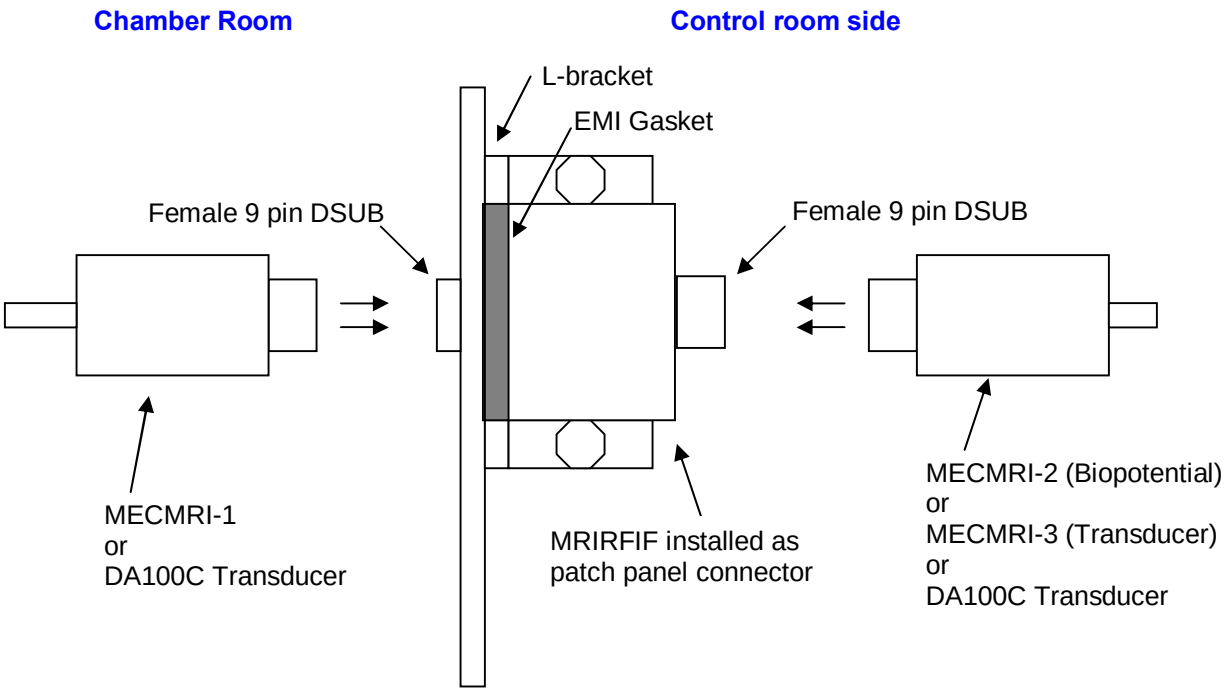

Figure 1: Cabling sequence for patch panels with no existing connectors
- See Figures 1, 3, 4 (Installation method A) for details.